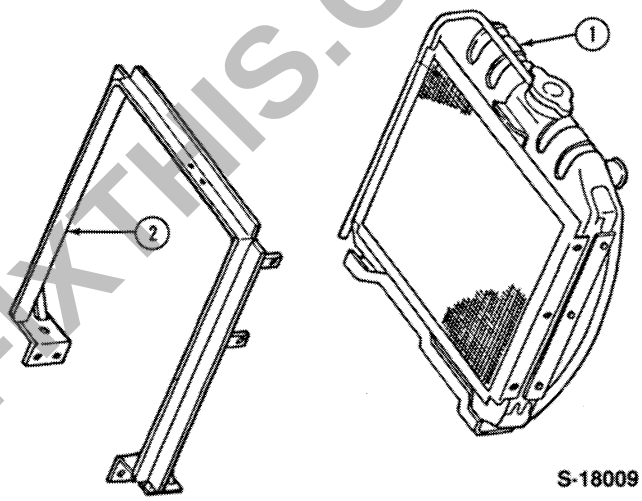

Figure 132
- Separate the radiator from the radiator support, Figure 132.